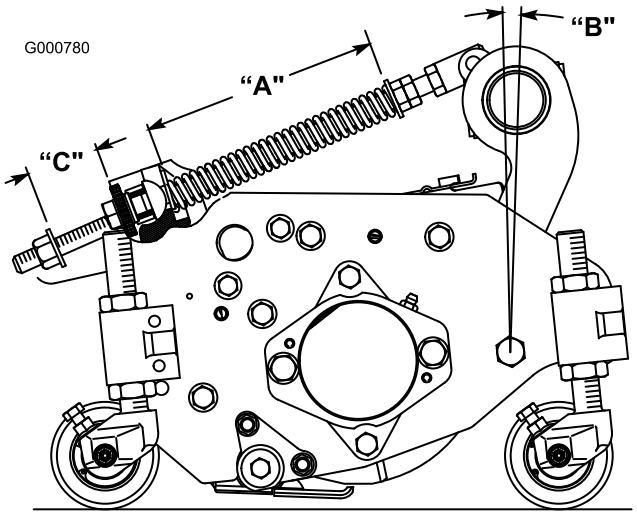

Bild 73
Die Rasenausgleichsfeder (Bild 73), mit der der Trägerrahmen am Mähwerk befestigt ist, steuert den Umfang der möglichen Vorwärts- bzw. Rückwärtsrotation und die Bodenfreiheit beim Transport und Wenden.
1. Ziehen Sie die Sicherungsmutter hinten an der Federstange fest, bis der Abstand (C) zwischen der Federhalterung hinten und der Scheibe vorne 25 mm beträgt (Bild 73).
2. Ziehen Sie die Sechskantmuttern vorne an der Federstange fest, bis die komprimierte Länge (A) der Feder 20,3 cm beträgt (Bild 73).
Hinweis: Beim Schneiden von Roughs oder welligen Rasenflächen sollten Sie die komprimierte Länge (A) der Feder auf 21,6 cm und den Abstand (C) zwischen der hinteren Federhalterung und der Vorderseite der Scheibe auf 38 mm erhöhen (Bild 73).